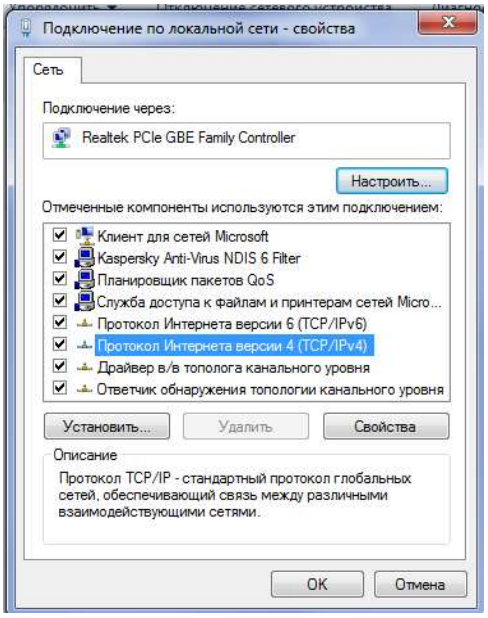

Рис. 5. Окно «Подключение по локальной сети – свойства»
2.3.3.2 В открывшемся окне Подключение по локальной сети – свойства отметьте значком ∨ все компоненты, используемые при подключении, затем выделите строчку Протокол Интернет версии 4 (TCP/IPv4) и нажмите кнопку Свойства (рис. 5).